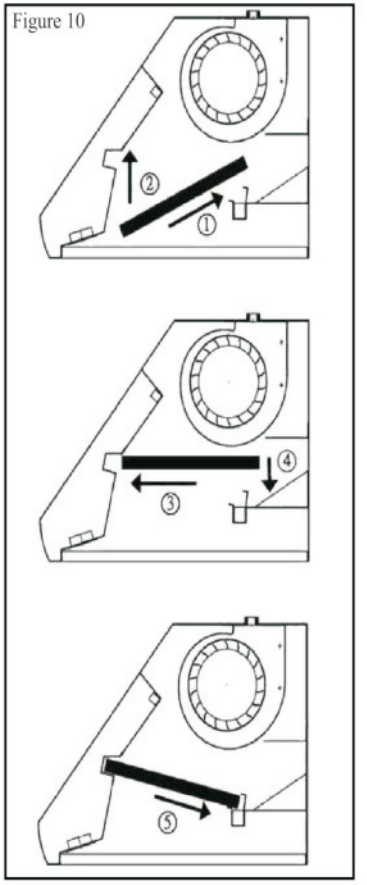

Figure 10
6. To install baffle filters and stainless spacer(s), refer to *Baffle Filters and Stainless Steel Spacers* on Page 18 for baffle filter and stainless spacer placement. Refer to Figure 10 for the following five steps:
① Angle baffle filter toward back of hood.
② Push baffle filter up until almost level.
③ Slide forward into recess behind the front of hood.
④ Lower baffle filter.
⑤ Slide back until it fits into resting positions.